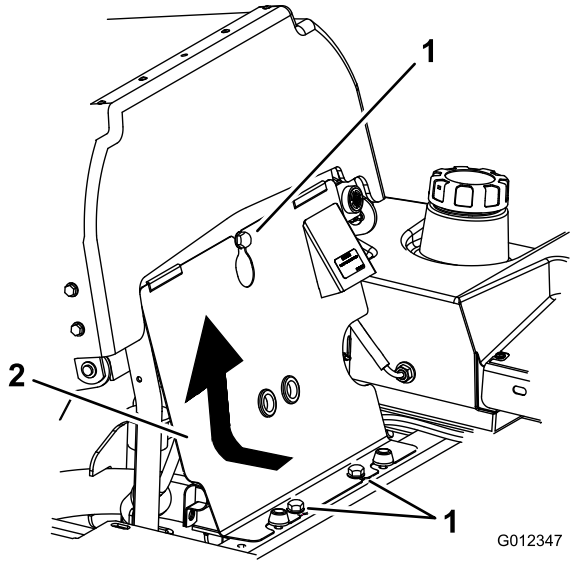

Rysunek 48
1. Pochyl fotel do przodu, poluzuj śruby i zdejmij przedni panel silnika (Rysunek 48).